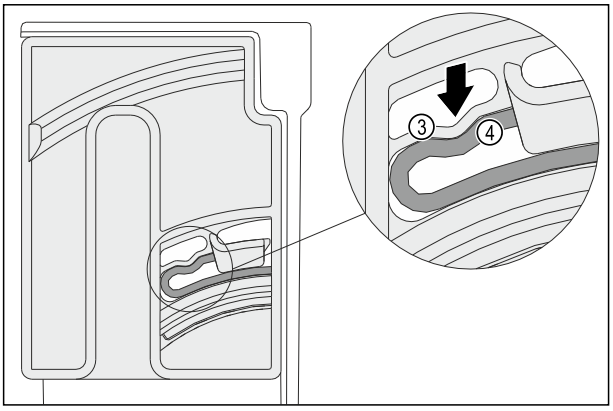

Fig. 137
▷ Pružný prvek *Fig. 137 (3)* otočné jednotky slyšitelně zaklapne do kulatého tvaru žebra *Fig. 137 (4)*.